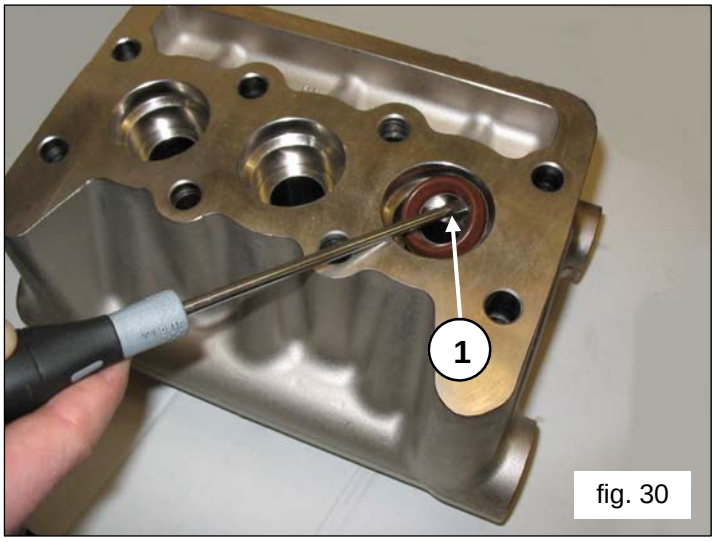

fig. 30
C) Extract the high pressure seals from the head and the low pressure ones from the support, using simple tools as indicated in fig. 30, pos.1, being careful not to damage the respective housings.